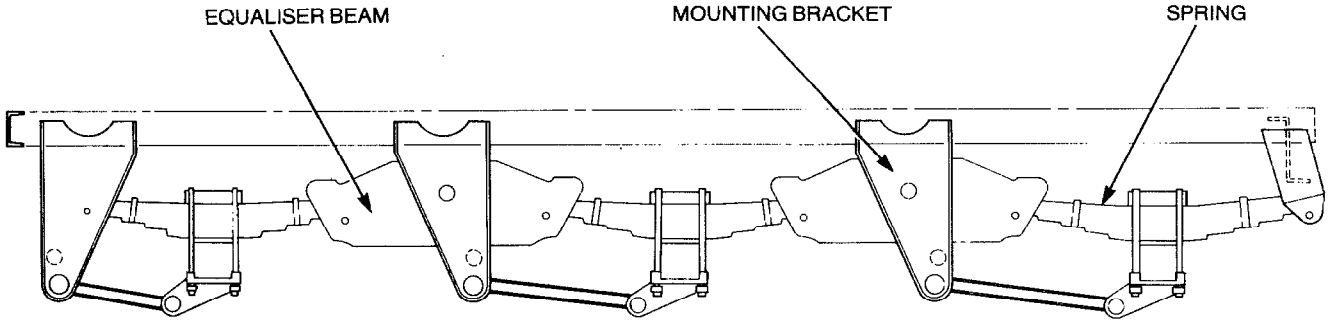

Figure 2 — Fruehauf F3 Suspension
5. The trailer utilizes a Fruehauf F3 weld-on suspension configured to provide an extreme axle centre spacing of 2490 mm (see Fig. 2). The suspension mounting brackets are welded to the frame I-beams. Six semi-elliptic leaf springs and four equaliser beams provide the suspension with a continuous operation rating of 27 tonne.
20. Two semi-eliptical 13-leaf springs are secured to each axle, along with a saddle plate, by four U-bolts. Each spring is located in a spring hanger and equaliser beam, but not secured. Wear plates are provided in the hanger and beams (see Fig. 2).